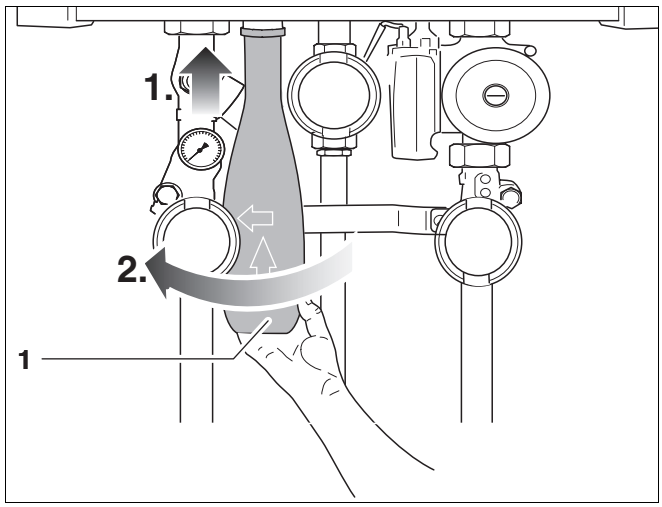

Bild 11 Siphon montieren
- Siphon (Bild 11, **Pos. 1**) am Anschluss Ablauf Kondensat (AKO) montieren.